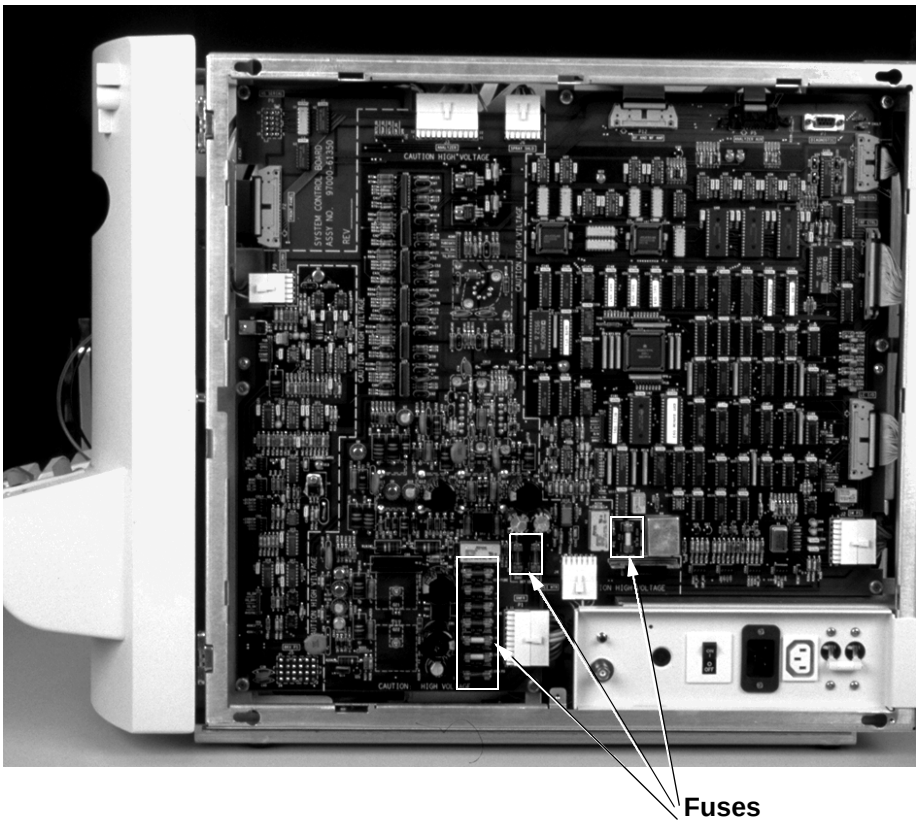

Figure 8-2. System Control PCB, showing the location of the fuses
3. To replace a fuse on the System Control PCB, proceed as follows. See Figure 8-2 for the location of the System Control PCB and its fuses.